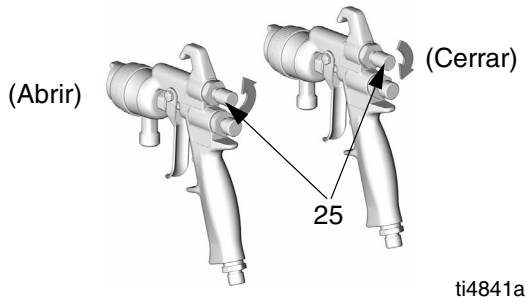

FIG. 7
Gire el cabezal de aire lo necesario para conseguir la dirección deseada del patrón de pulverización. Para crear un chorro redondo, desconecte el aire del chorro girando la perilla de ajuste (25) completamente en el sentido de las agujas del reloj. Vea FIG. 7.